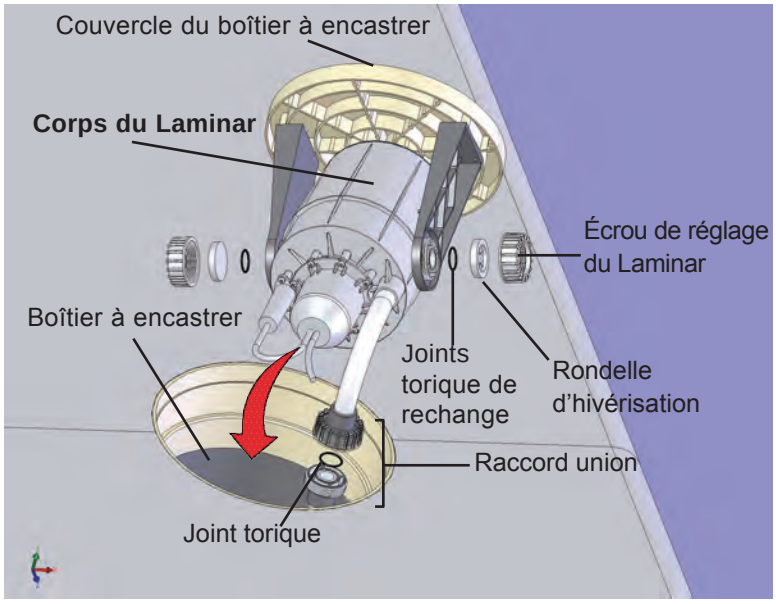

Figure 5
2. Assurez-vous du positionnement correct des joints toriques de rechange. Placez les rondelles d’hivérisation du raccord union dans les écrous de réglage du Laminar et vissez ces derniers sur le corps du Laminar (Figure 5).
3. Raccordez le Laminar au tuyau flexible d'alimentation au moyen du raccord union (Figure 5). Assurez-vous que le joint torique demeure dans sa rainure et que la surface de raccordement est débarrassée de tout(e) colle/encrassement.
5. Introduisez le couvercle du boîtier et le Laminar dans le boîtier à encastrer (Figure 5). Si les tuyaux flexibles logés à l'intérieur du boîtier à encastrer empêchent le positionnement correct du couvercle de ce dernier, il vous faudra peut-être desserrer brièvement l'écrou du raccord union pour faire subir à ces flexibles une rotation en spirale qui les écarte suffisamment du chemin.